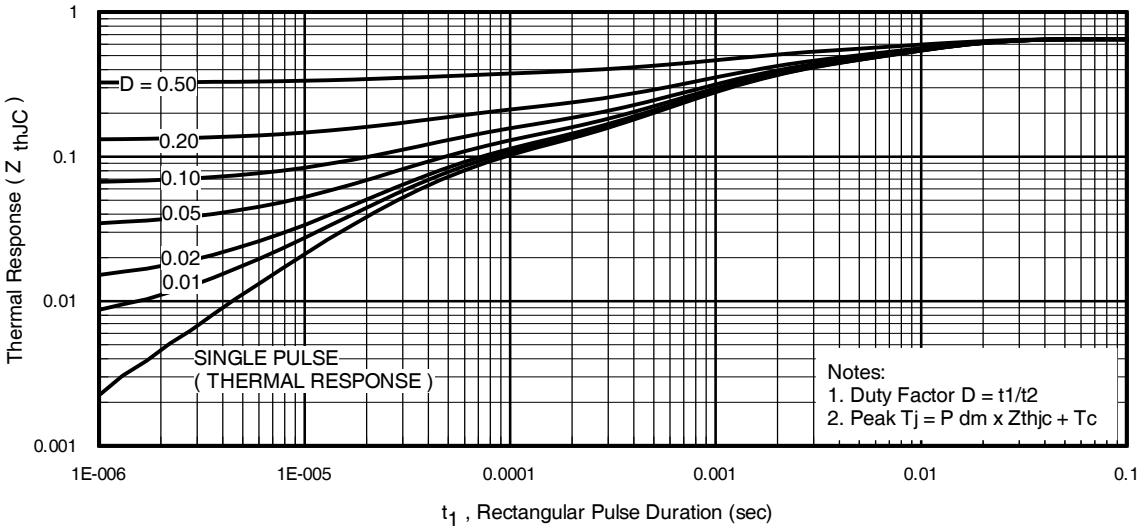
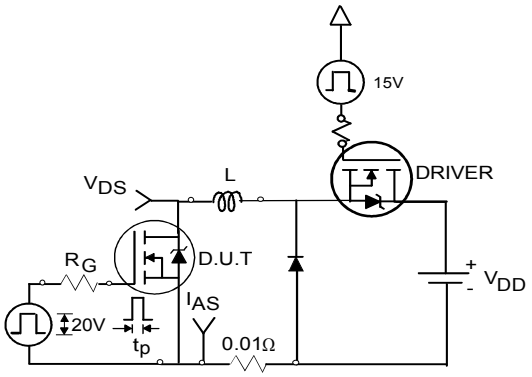

Fig 11. Maximum Effective Transient Thermal Impedance, Junction-to-Case
Fig 12a. Unclamped Inductive Test Circuit
① Repetitive rating; pulse width limited by max. junction temperature. (See fig. 11)
② Limited by $T_{Jmax,}$ starting T_J = 25°C, L = 0.10mH, R_G = 25Ω, I_{AS} = 75A, V_{GS} =10V. Part not recommended for use above this value.
③ Pulse width ≤ 1.0ms; duty cycle ≤ 2%.
④ C_{oss} eff. is a fixed capacitance that gives the same charging time as C_{oss} while V_{DS} is rising from 0 to 80% V_{DSS}.
⑤ Limited by T_{Jmax} , see Fig.12a, 12b, 15, 16 for typical repetitive avalanche performance.
⑥ This value determined from sample failure population, 100% tested to this value in production.
⑦ This is applied to D^2Pak When mounted on 1" square PCB (FR-4 or G-10 Material). For recommended footprint and soldering techniques refer to application note #AN-994
⑧ R_θ is measured at T_J approximately 90°C
⑨ Calculated continuous current based on maximum allowable junction temperature. Bond wire current limit is 160A. Note that current limitations arising from heating of the device leads may occur with some lead mounting arrangements. (Refer to AN-1140)
⑩ All AC and DC test condition based on old Package limitation current = 75A.
3. Equation below based on circuit and waveforms shown in Figures 12a, 12b.